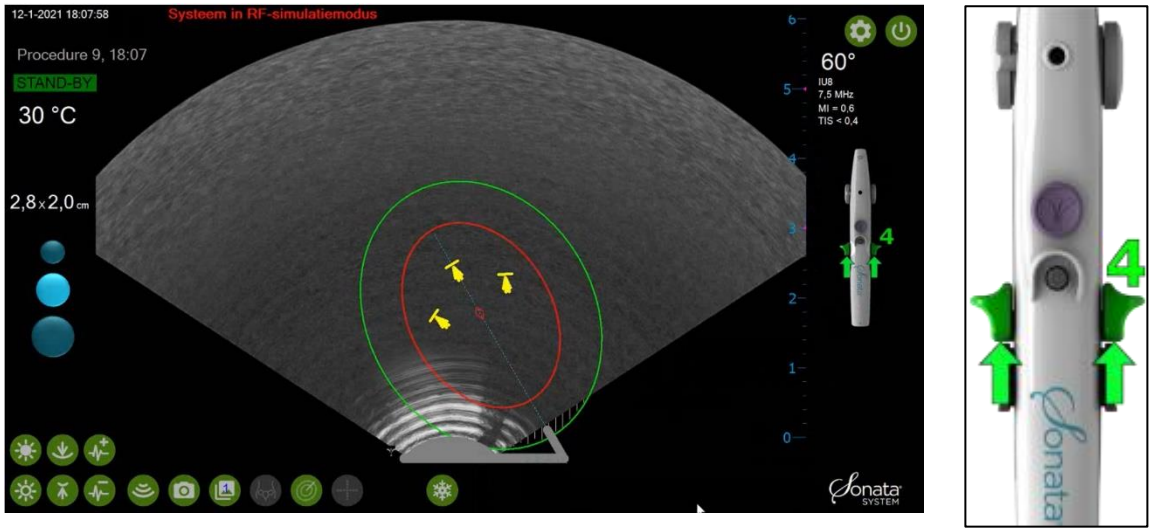

Afbeelding 4-23. Naaldelektroden ontplooien door de naaldelektrodenschuiven naar voren te schuiven.
- Kijk naar het livebeeld en duw de naaldelektrodenschuiven langzaam voorwaarts om de naaldelektroden op de planningslijnen voor de naaldelektroden te ontplooien; zie afbeelding 4-23.